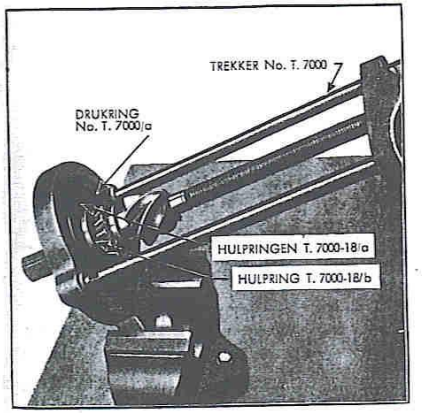

Afb. 16 - Het vervangen van het achterste pignonlager.
3. Om het achterste pignonlager te verwijderen gebruikt men de hulpringe T. 7000-18/a in de trekker T. 7000. Om het lager te monteren gebruikt bovendien de hulpring T. 7000-18/b om de binnenloopring op zijn plaats t brengen als de as er doorheen is gedrukt (zie afb. 16).